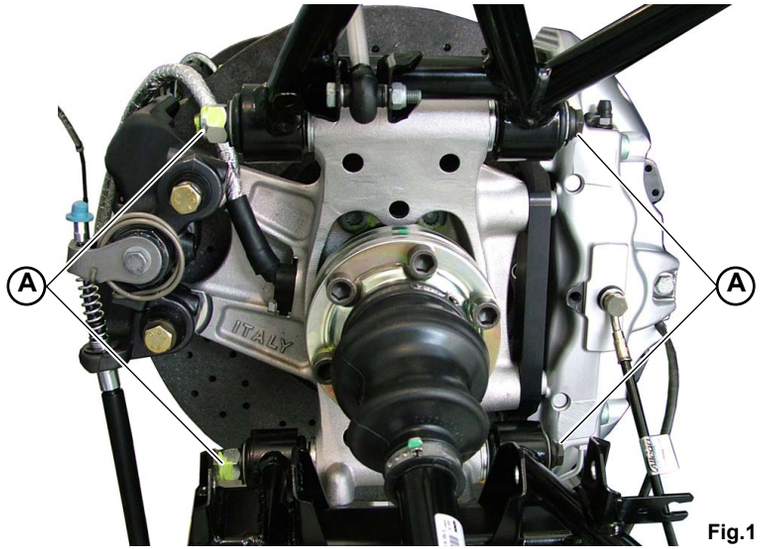

Fig.1
1. Tighten the 4 screws **(A-Fig.1)** to secure the suspensions.